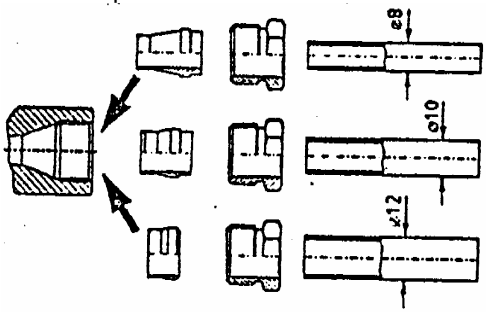

Rys. 7. Schemat montażu rury ssącej z wykorzystaniem zestawu złączek zaciskowych.
- Wybrać jeden z zestawów złączek (rys. 7), odpowiedni do średnicy rury.
- Połączenia gwintowe posmarować olejem, a następnie dokonać montażu zgodnie z rys. 7. Skręcać ostrożnie. Maksymalny moment 25Nm.